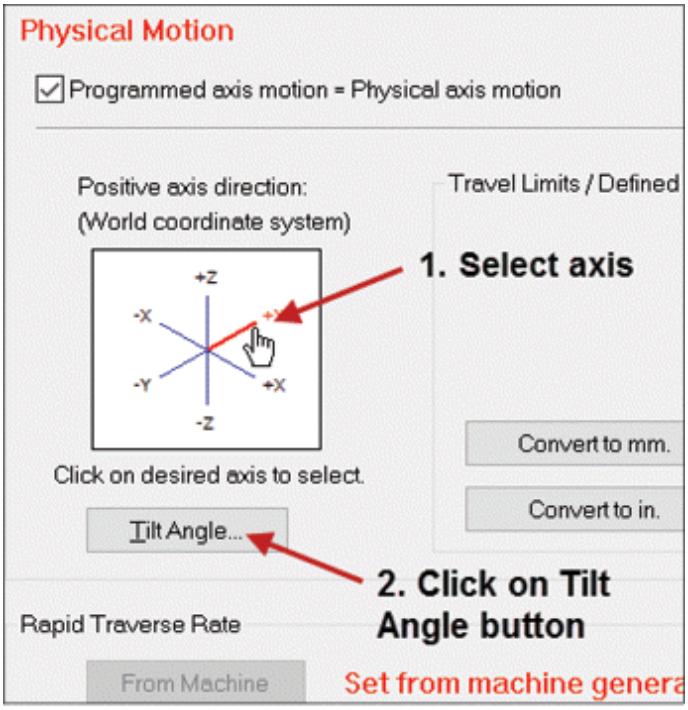
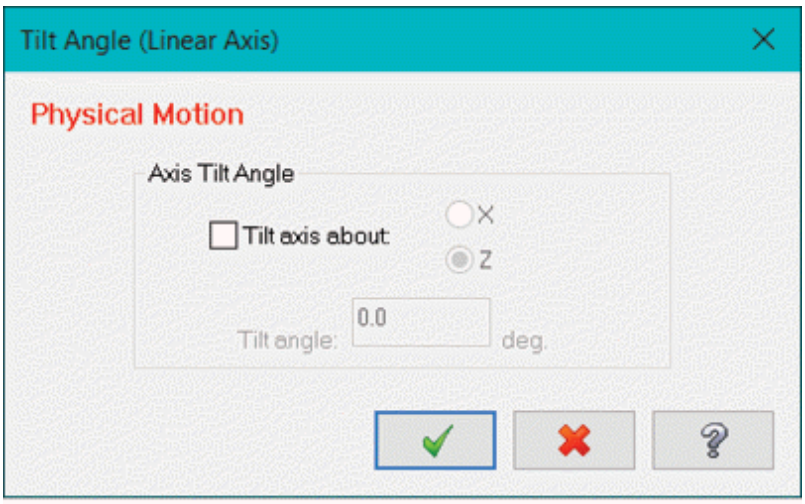

Figure-16. Tilt Angle button
Figure-17. Tilt Angle (Linear Axis) dialog box
- Select an axis from the **Position axis** direction box to define the axis of travel in WCS. If you want to tilt the axis then click on the **Tilt Angle** button below **Position axis** direction box in the dialog box; refer to Figure-16. The **Tilt Angle (Linear Axis)** dialog box will be displayed; refer to Figure-17.